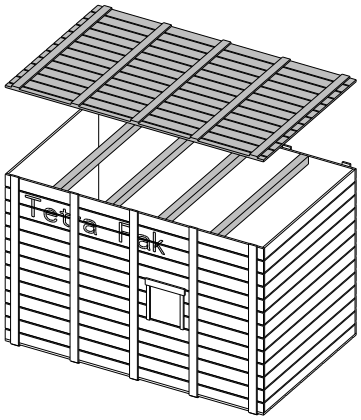

Fig.1
a) Remove the top of the crate and the reinforcement cross-beams, see figure 1.